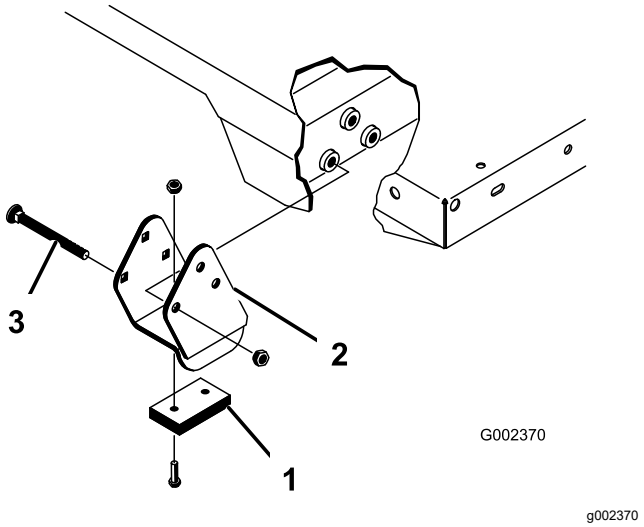

Figura 25
Asegúrese de instalar los espaciadores y las pletinas de desgaste (Figura 25) con las cabezas de los pernos de cuello cuadrado dentro de la máquina.
2. Coloque la plataforma con cuidado sobre el bastidor de la máquina, alineando los taladros de las placas de giro traseras con los taladros del perfil trasero del bastidor, e instale los 2 pasadores y las chavetas (Figura 25).
4. Inserte el pasador desde la parte exterior de la plataforma, con la chaveta hacia fuera (Figura 25).